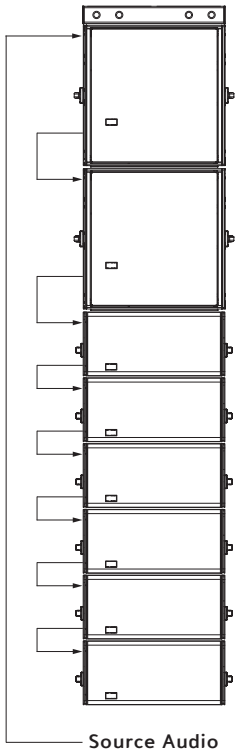

Figure 1: Flown Mixed Array
- Flown mixed arrays of LEOPARDs and 900-LFCs (Figure 1)